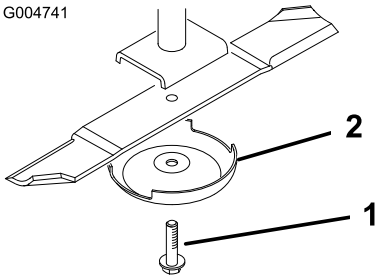

Figur 85
2. Fatta tag i knivens ände med en trasa eller en tjockt vadderad handske. Ta bort knivbulten, antiskalbehållaren och kniven från spindelaxeln (Figur 85).